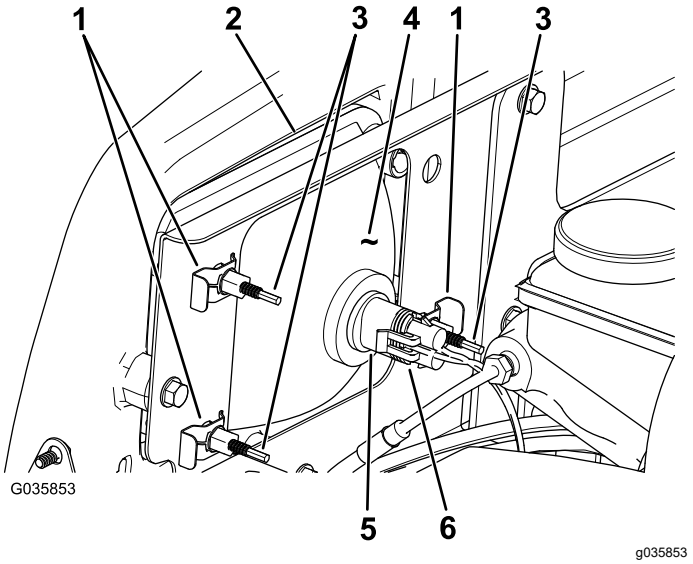

Figur 45
3. Frakoble den elektriske forbindelsen for nettet fra koblingsstykket til pæreenheten (Figur 45).
4. Fjern hurtigklemmene som fester frontlysene til frontlysbraketten (Figur 45).
5. Fjern frontlysenheten ved å flytte den fremover gjennom åpningen i fremre støtfanger (Figur 45).
6. Fest det nye frontlyset gjennom åpningen i støtfangeren (Figur 45).
8. Tilkoble den elektriske forbindelsen for nettet til koblingsstykket til pæreenheten (Figur 45).
2. På baksiden av frontlysenheten roterer du justeringsskruene (Figur 45) for å svinge frontlysenheten og stille inn posisjonen for stråleretningen.